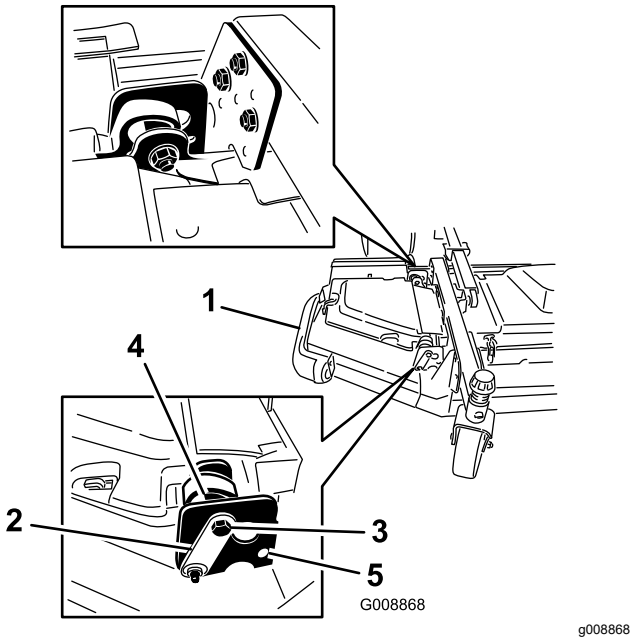

Figuur 4
4. Installeer de voorste en de achterste aanslagbouten via de bovenste montageopeningen en excentrieken (Figuur 4).